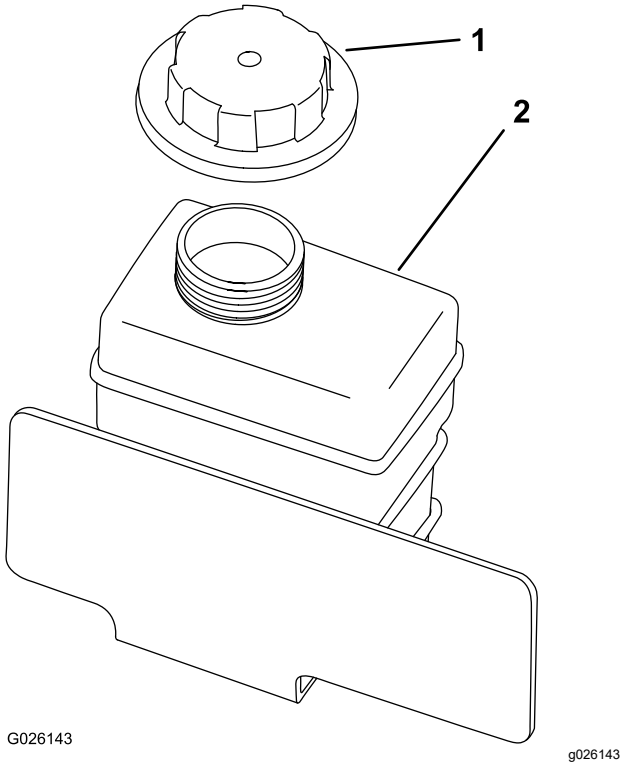

**図 56**
8. 補助タンクにも、補給管の根元までゆっくりと冷却液を補給する図 56。
9. 補助タンクのキャップを取り付けて終了図 56。